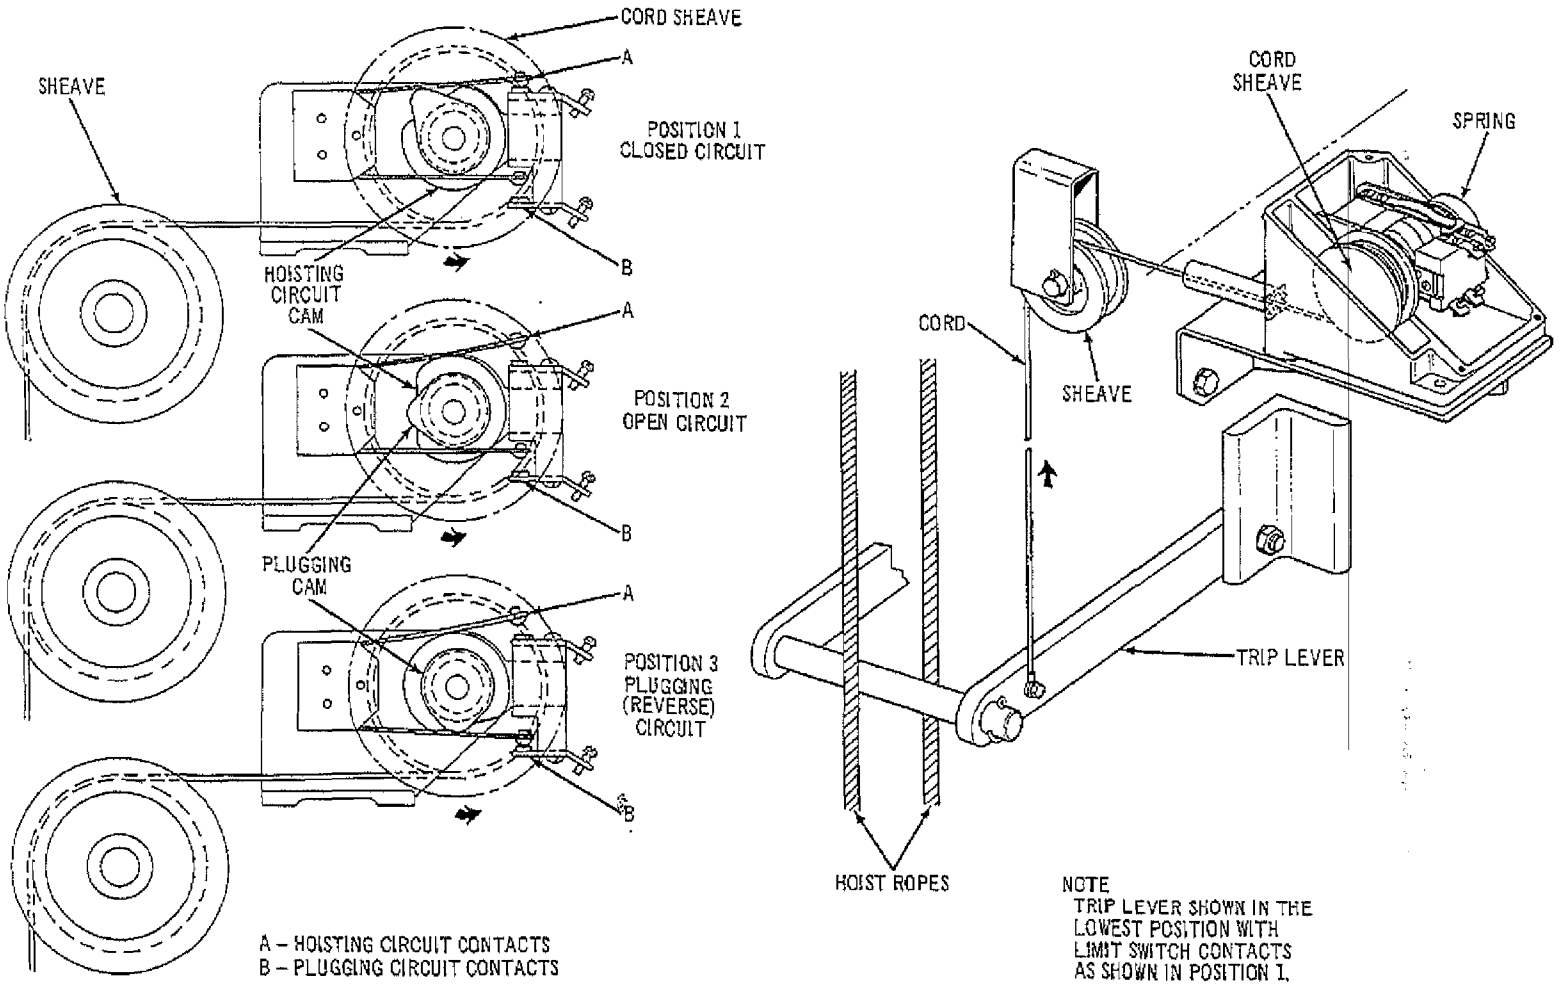

Figure 8-5. Type R Limit Switch
WEIGHT OPERATED LIMIT SWITCHES. The most common types of weight operated limit switches are illustrated in Figures 8-5 through 8-7. The following general description applies to all weight operated limit switches, regardless of type designation. The basic operation of any weight operated limit switch is as follows:
1. When the bottom block is below the preset upper limit, the reset counterweight or bar maintains the limit switch in its normal operating position. See Position 1, Figure 8-5.